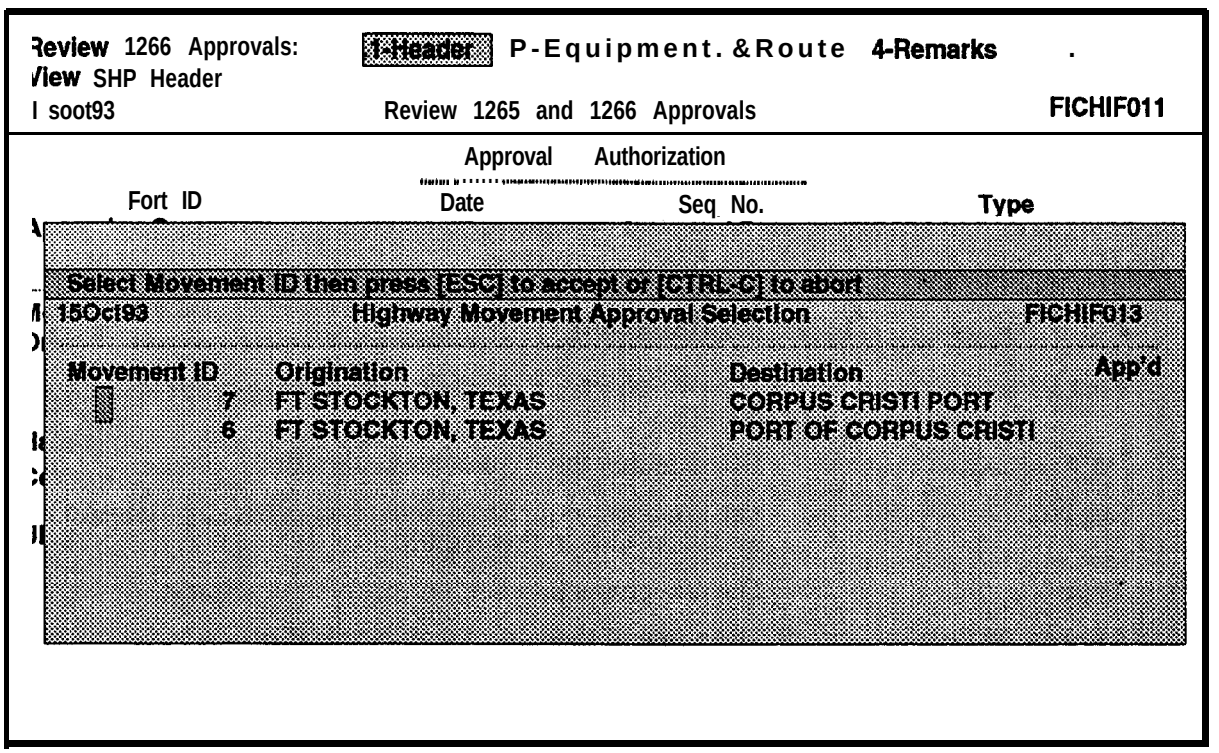

Figure 7-64. Review 1265 and 1266 Approvals Screen With Highway Movement Approval Selection Window
b. Select **Header** and the **Highway Movement Approval Selection** window will open as shown in Figure 7-64. A list of DD Forms 1266 for you UIC will be displayed.